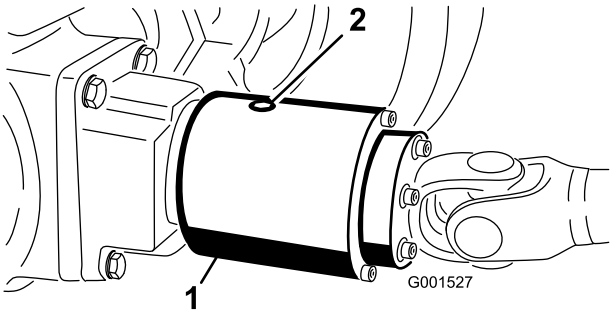

**Figur 55**
3. Drej koblingen, så kontrolproppen vender nedad (Figur 55).